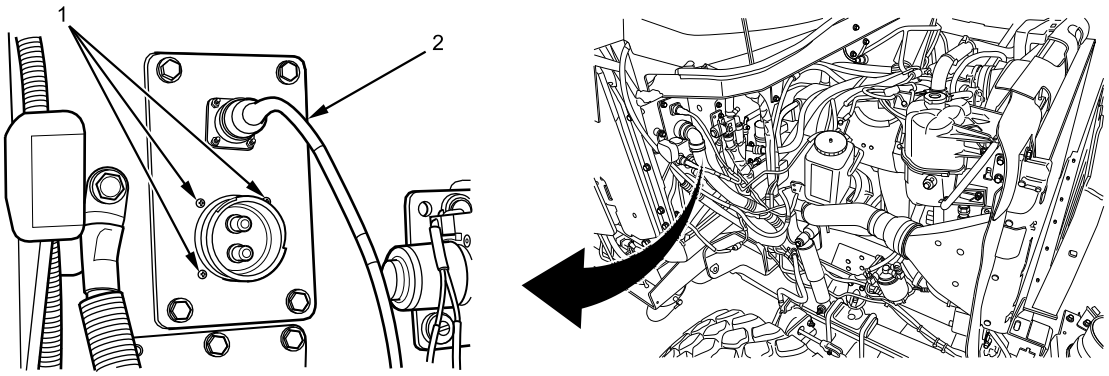

Figure 6. Interior Side of Pass-Through Plate.
3. Install four screws (Figure 6, Item 1), (one hidden), to exterior side of pass-through plate (Figure 6, Item 2).